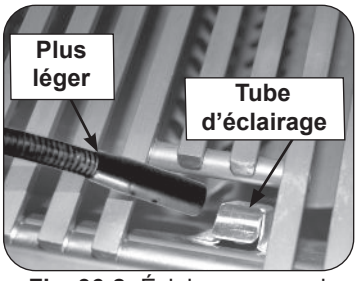

Fig. 36-2 Éclairage manuel via un tube d'éclairage
2. Passez un allumeur brûlant de butane de long-baril ou une allumette brûlante de long-tige dans la grille à cuire s'ouvrant au dessus du tube d'éclairage. (Fig. 36-2). Pour les brûleurs de dos ou les brûleurs infrarouges, maintenez la flamme contre la surface du brûleur de brûleurs arrière / infrarouge. Pour les brûleurs à charbon, maintenez la flamme près du brûleur.